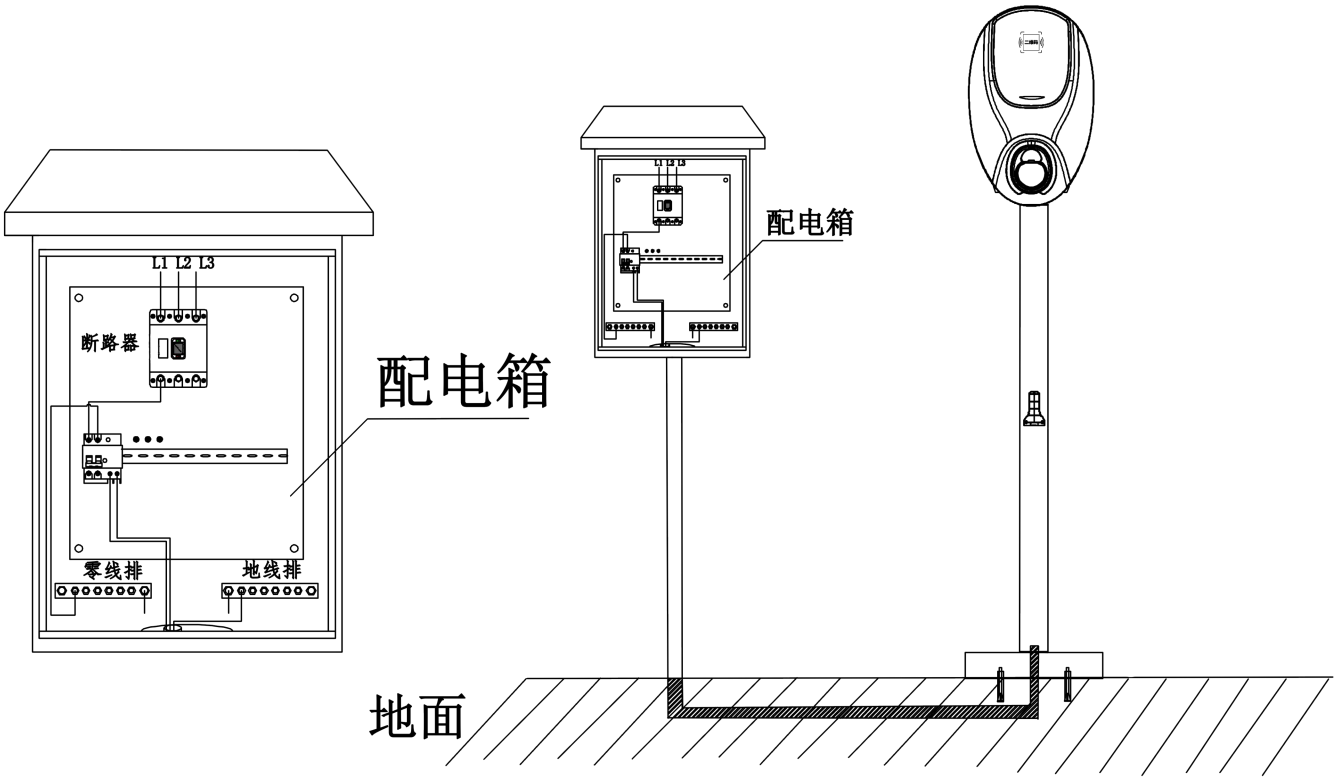

图 11
11、主线取电须从配电箱单相漏电开关接入（建议选用规格为 40A 的漏电开关），地线与接地排连接，如图 11。